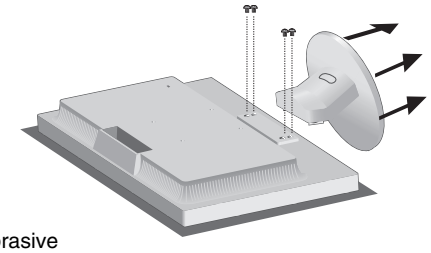

Figure R.2
3. Retirez les 4 vis fixant le moniteur à son support et enlevez le support comme indiqué (**Figure R.2**).